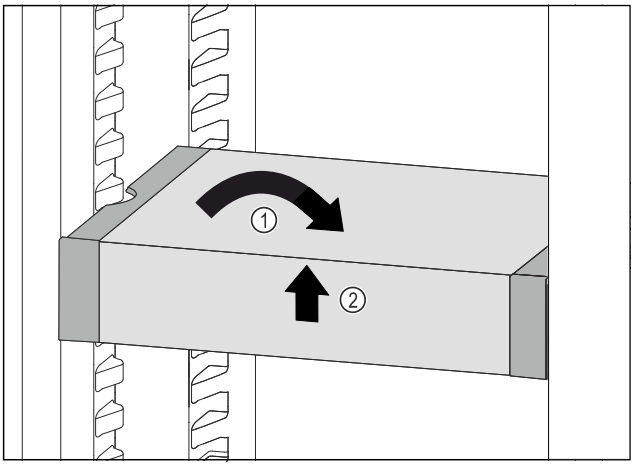

Fig. 176
▶ Collocare VarioSafe in maniera dritta. *Fig. 176 (1)*
▶ Sollevare VarioSafe dal lato anteriore. *Fig. 176 (2)*